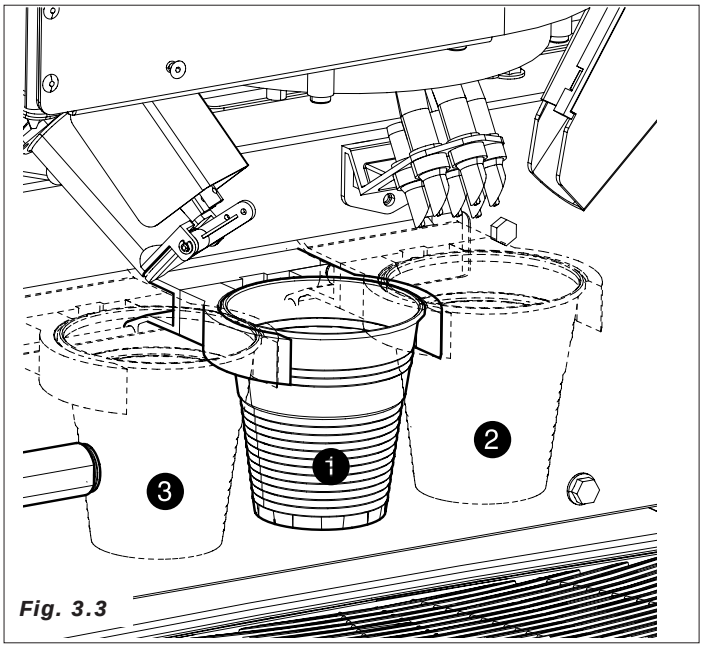

Fig. 3.3
- El traslador de vasos se desplaza desde la posición reposo/erogación a la estación "cup dispenser" *(Fig 3.3)*.